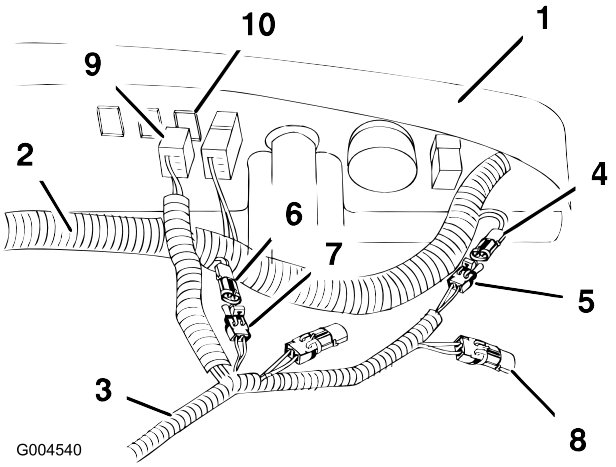

Figur 8
tillbehörskablaget till kontakten på 48 V i enlighet med Figur 8.
7. Placera omkopplarkontakten på rätt plats bakom kontakten på instrumentbrädan i enlighet med Figur 8.